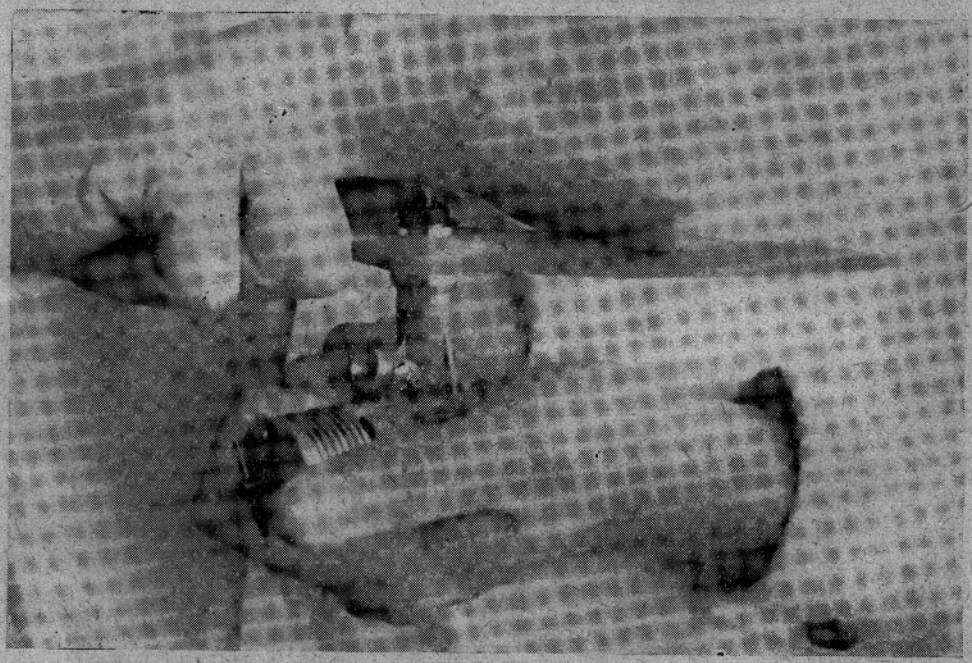

Rys. 30. Sprawdzenie bocznego luzu na wale silnika
3) Ujmując silnik za cylinder i naciskając śmigło na boki (rys. 30) sprawdzamy w kilku położeniach, czy nie ma luzu pomiędzy wałem i łożyskami. Wał nie powinien mieć żadnych wyczuwalnych bocznych luzów. Nie należy tego mylić z luzem osiowym (wzdłuż wału), który w każdym silniku istnieje i jest zjawiskiem normalnym.